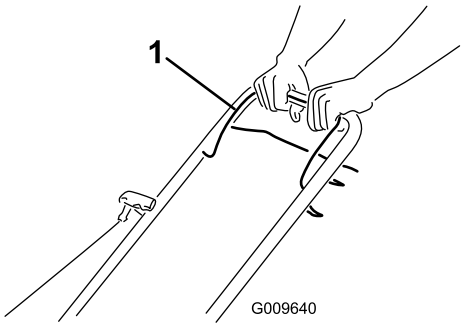

Figur 10
1. Hold bøjlen til knivens kraftudtag helt op mod håndtaget (Figur 10).